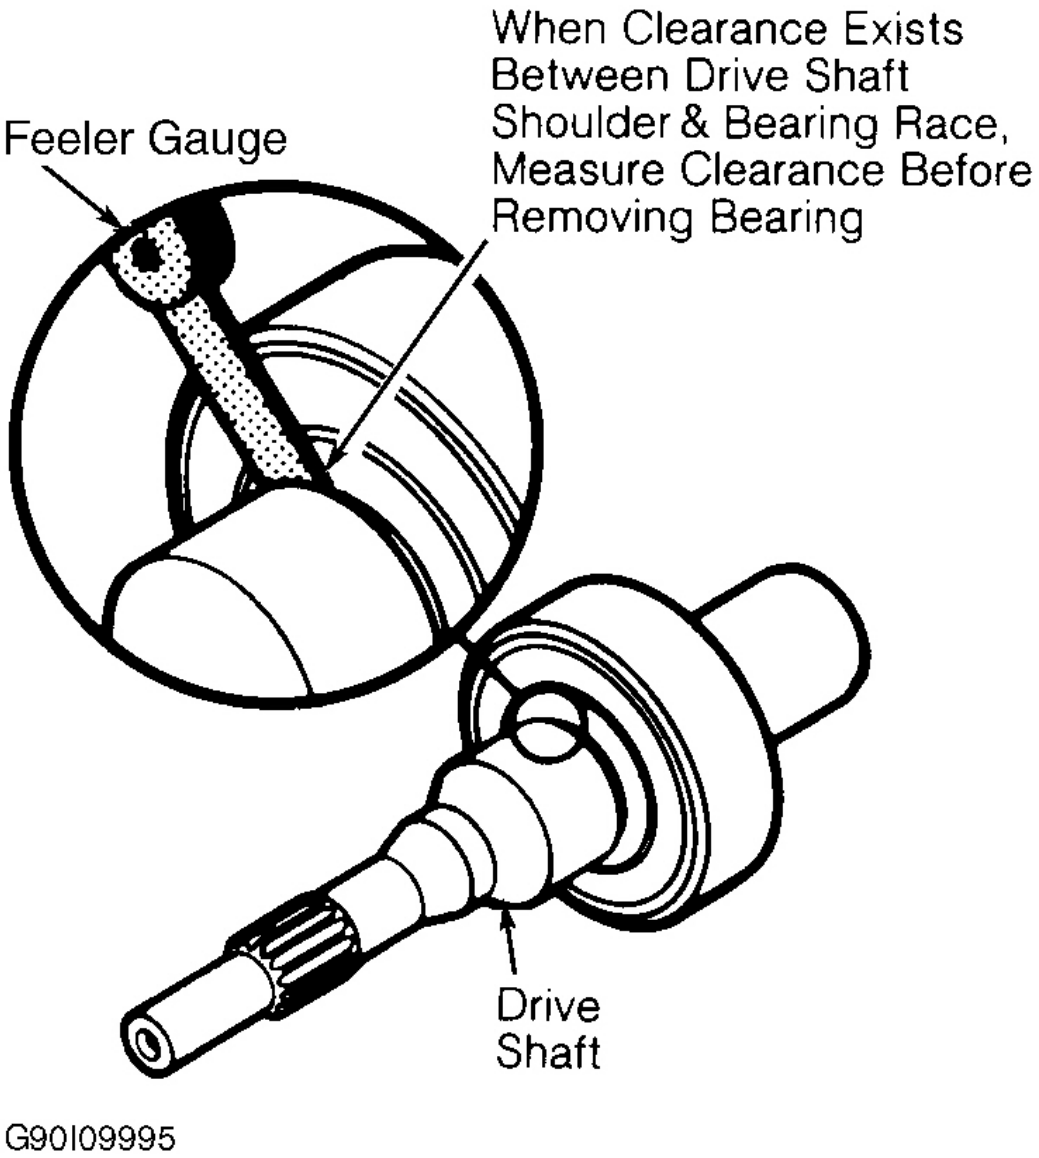

Fig. 8: Measuring Shaft Bearing Clearance (TC Series)
1. Remove pump pulley. See **POWER STEERING PUMP PULLEY** under REMOVAL & INSTALLATION. Remove shaft bearing retaining ring. See **Fig. 7** . Pull shaft and bearing assembly out of pump. If removing bearing from shaft, measure and record clearance (if any) between shaft shoulder and bearing inner race. See **Fig. 8** . Pry shaft seal from housing.